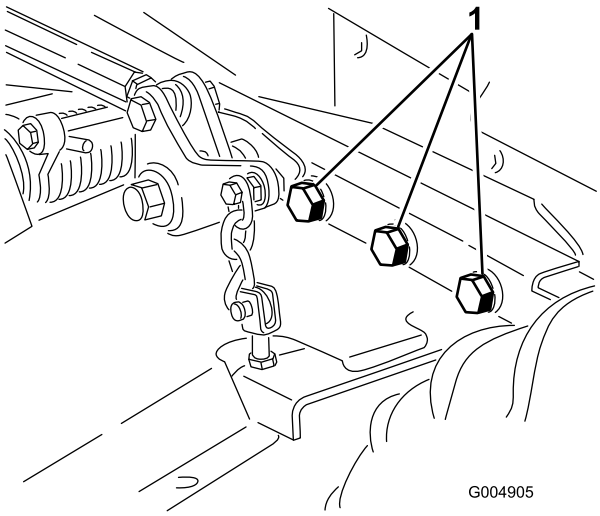

Rysunek 62
4. Sprawdź i prawidłowo dokręć luźne mocowania. Dokręć 6 śrub mocujących ramę podwozia kosiarki do jednostki jezdnej (Rysunek 62) momentem 359 N ·m.